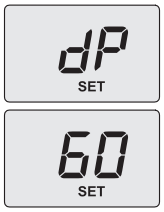

Рисунок 8.10
- При помощи кнопки 4 или 5. На дисплее буквы **dP** будут чередоваться с максимальным значением температуры воды в системе отопления (например, **60**) и появится надпись "**SET**", указывая на доступ к активации режима «трубочист» при максимальной мощности горячего водоснабжения (Рисунок 8.10).